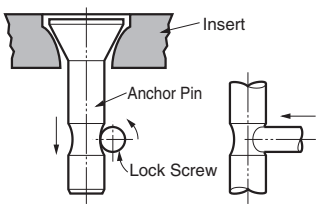

Fig.2
3. Rigid clamping with anchor pin and lock screw. (Fig.2)